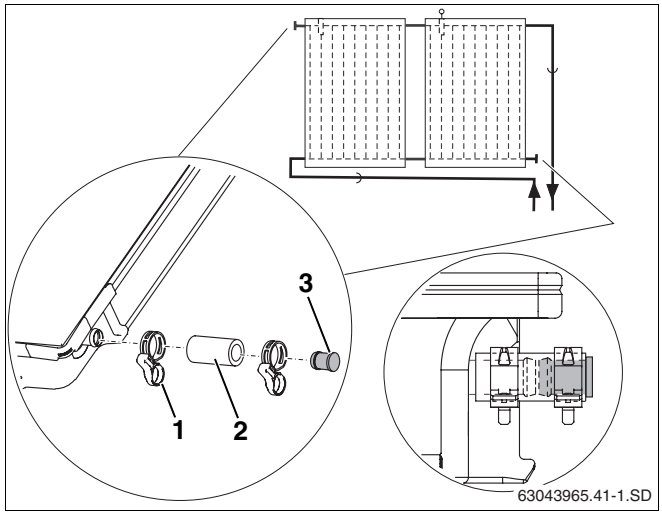

Abb. 21 Blindstopfen und Federbandschelle montieren
- Solarschläuche 55 mm (Abb. 21, **Pos. 2**) mit dem vormontierten Blindstopfen auf die beiden freien Anschlüsse des Kollektorfeldes stecken.